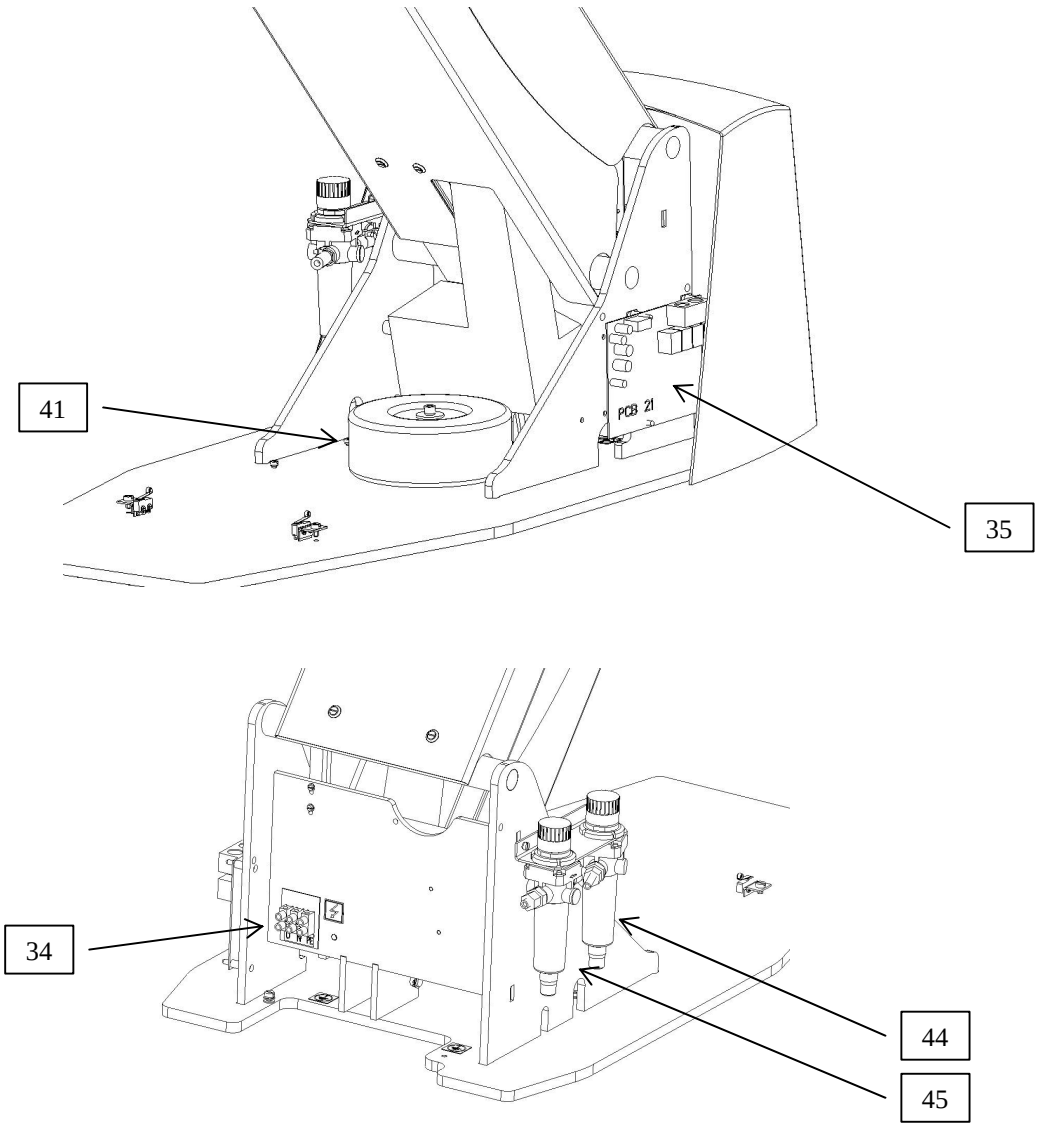

рис. 3
- выключатель водного охлаждения инструментов (50)
- переключатель реверса микромотора (51)
- регулятор скорости вращения микромотора (52)
- регулировка мощности AMDENTU (53) – только по доп.заказу
- выключатель негатоскопа (54) – только по доп.заказу
Под крышкой кресла (9) (рис. 1) находятся (рис. 3):
- **электрическая часть:** кабель главного выключателя (40) и ножного выключателя (42) вместе с трансформатором СУ (41).
- **пневматическая часть:** главный шланг от безмасленного компрессора и регулятор давления воздуха с фильтром (44)
- **гидравлическая часть:** регулятор давления воды с фильтром (45)